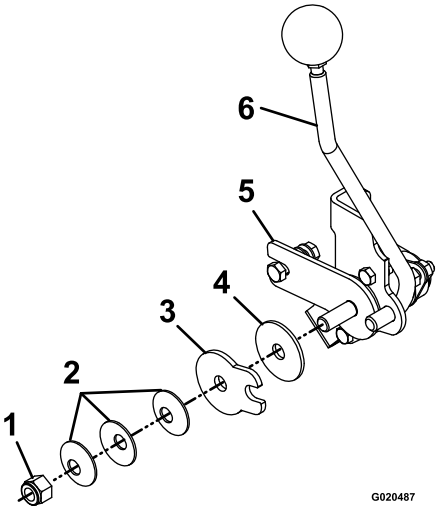

Figuur 62
3. Instellen van de spanning: stel de kantelmoer aan het uiteinde van de stang in, aan de voorkant van het rechter bedieningspaneel (Figuur 62).